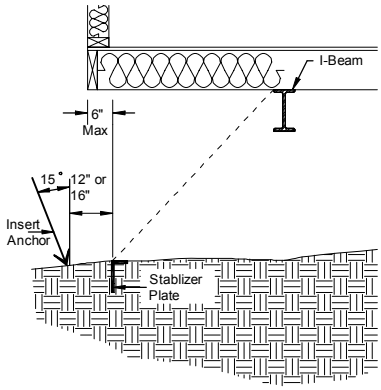

Figure 75. *Determining anchor and stabilizer plate location*
1. **Locate anchor**. Select a location for the anchor under the home but within six inches of the exterior wall (**Figure 75**). Avoid locations that will interfere with skirting.